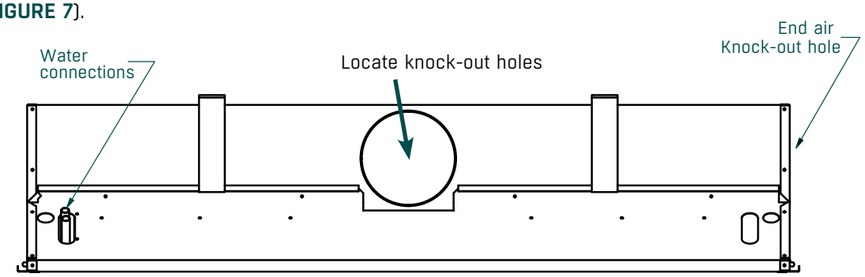

FIGURE 7. Water and duct connections (side view)
1) Cut the four small tabs from the selected knock-out panel, best snipped with side cutters (See **FIGURE 7**).